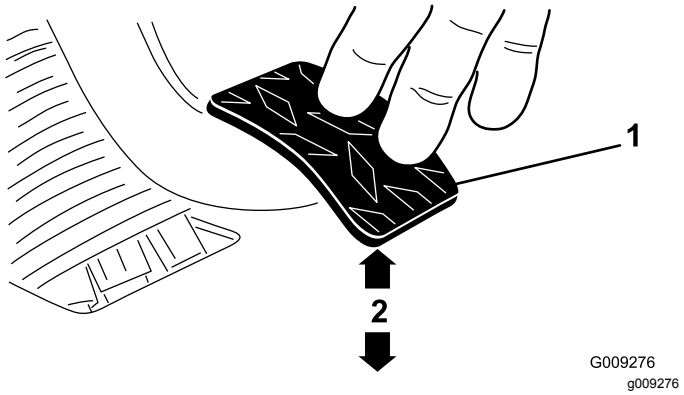

Rysunek 71
3. Reguluj przeciwnakrętki lub przegub kulowy do momentu, gdy po przyłożeniu do pedału siły o wartości 1,8 kg tylna krawędź pedału sprzęgła znajdzie się w odległości od 9,2 do 9,8 cm od górnej krawędzi żebrowanej płyty podłogowej (Rysunek 71).